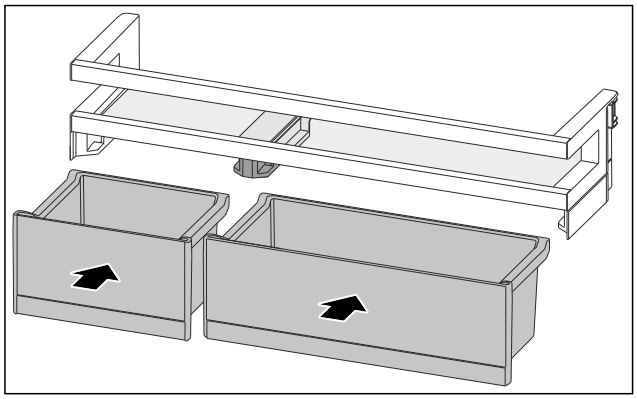

Fig. 143
▶ Introduceți VarioBox-urile dispuse invers. (vezi Fig. 143)